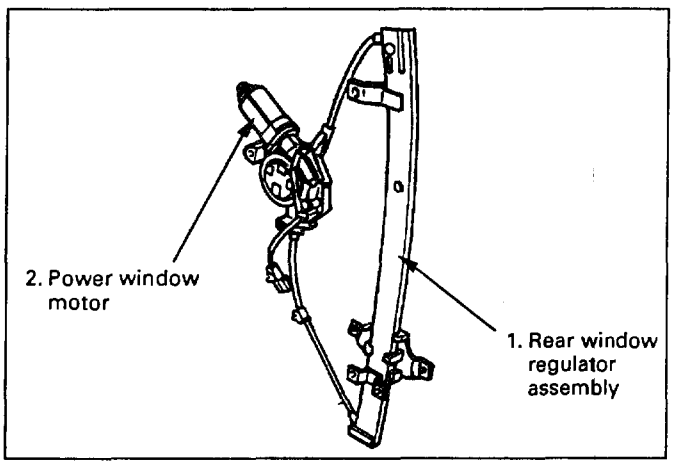

Fig. 8-219
2. Power window motor (Fig. 8-219)